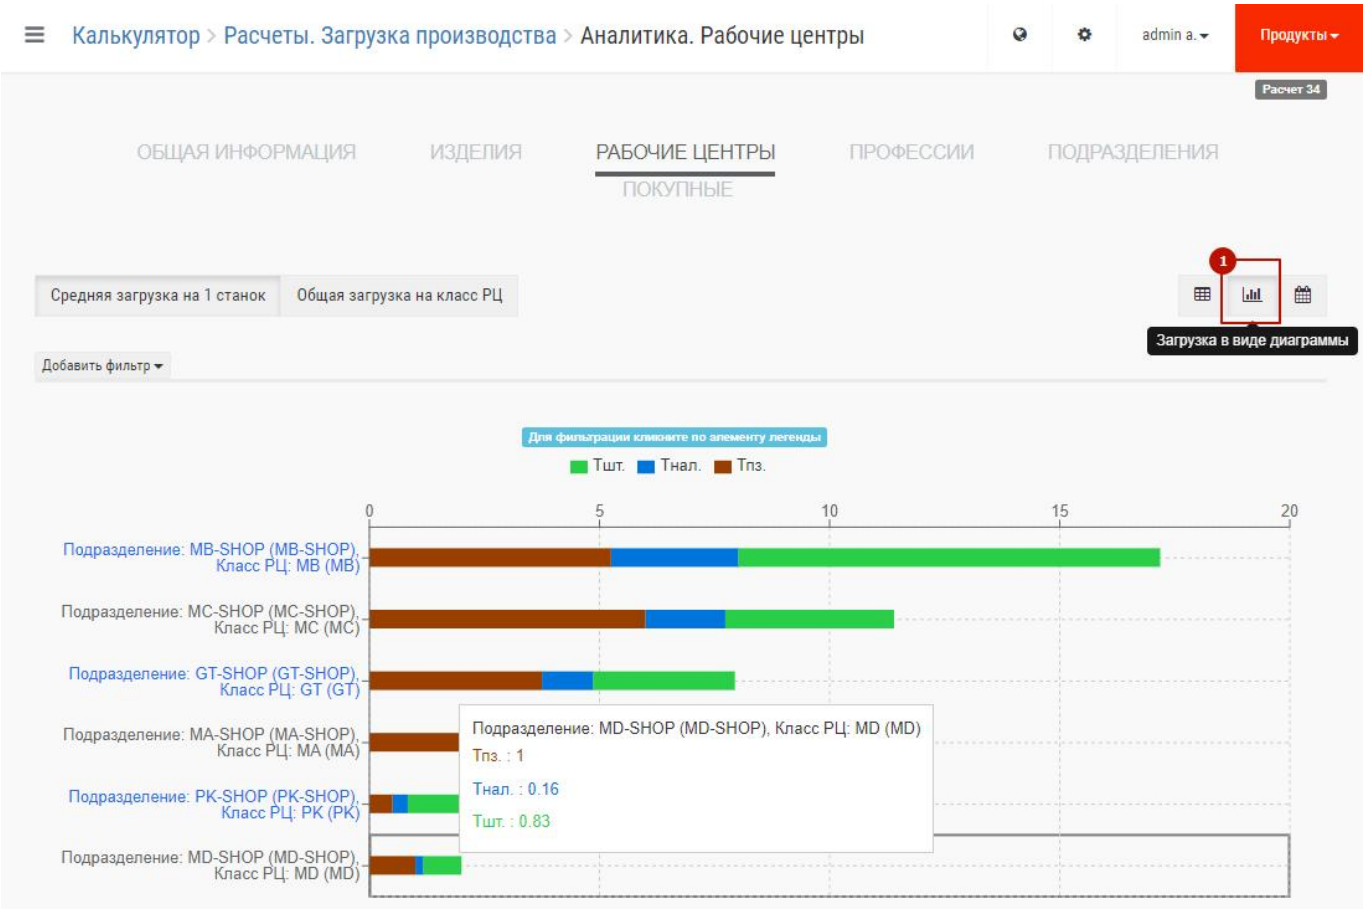

Рис. 72 – Загрузка оборудования в графическом виде
- в графическом виде, показывается общая загрузка на план заказов 1 на Рис. 72)